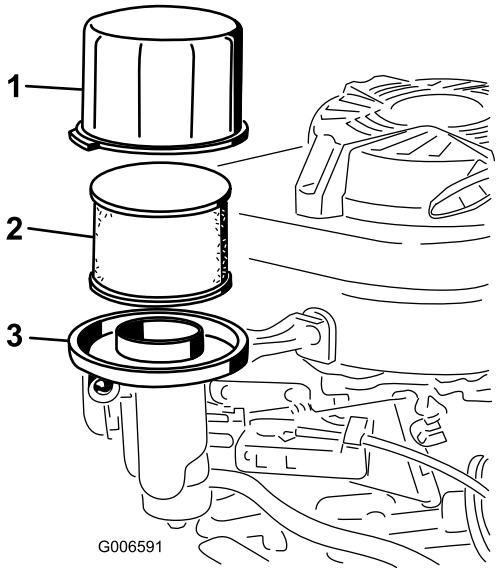

Figuur 22
3. Verwijder het luchtfilterdeksel en maak dit grondig schoon (Figuur 22).
4. Verwijder het schuimelement en papierelement (Figuur 22).
5. Verwijder het schuimelement van het papierelement (Figuur 22) en vervang het papierelement als het buitengewoon vuil is.
6. Kantel de machine met het luchtfilter naar boven, om de olie in de opvangbak te laten lopen (Figuur 22).